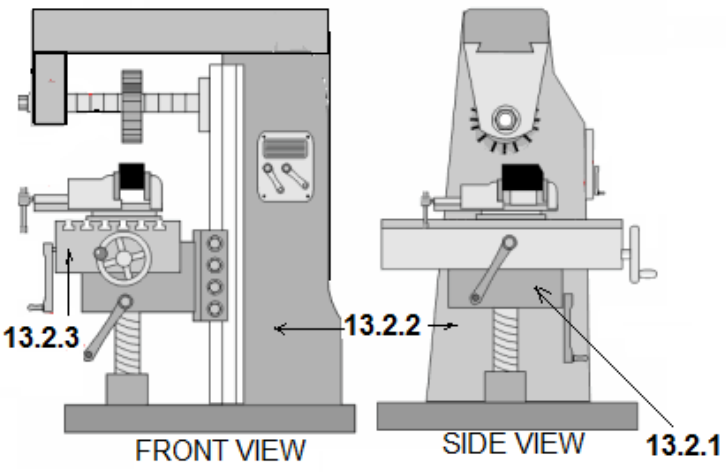

FIGURE 5
13.2 Name the THREE milling machine parts on FIGURE 5 below by writing the answers next to the numbers (13.2.1 – 13.1.3) in the ANSWER BOOK. (3)